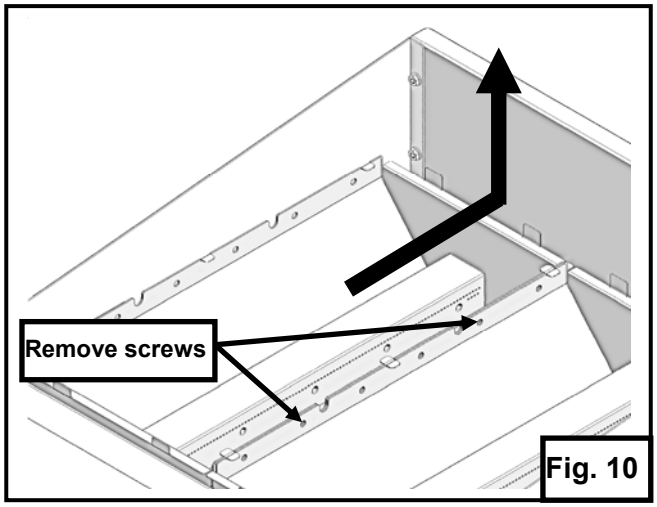
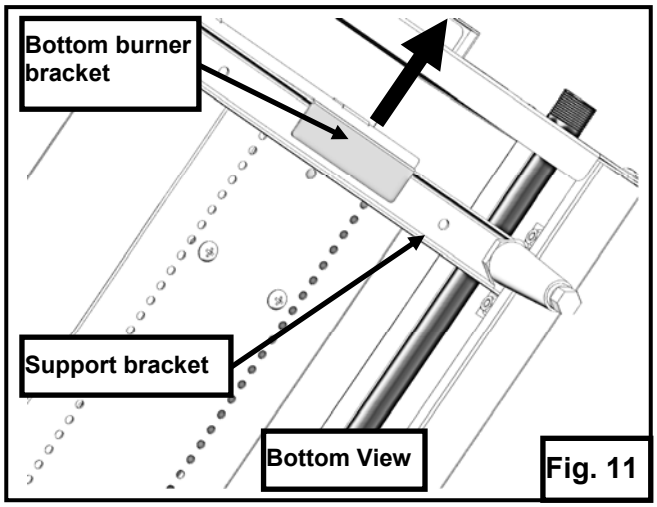

Fig. 10
Fig. 11
4. Remove screws that are securing burner to the adjacent burner at top of the reflectors. Fig. 10.
5. Slide burner box assembly to the rear of unit until the bottom burner bracket clears the rear support bracket, then lift up and out. See Fig. 10 and Fig. 11.